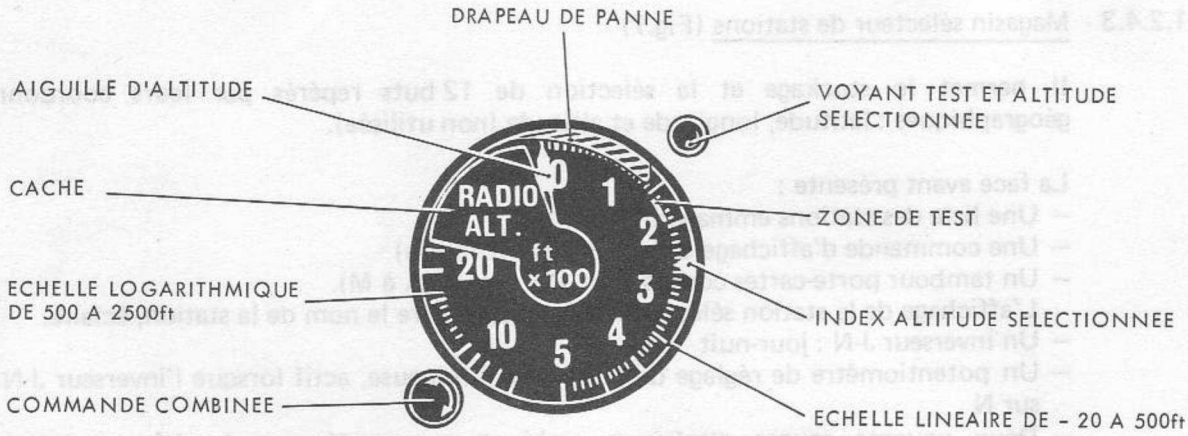

FIGURE 8 - RADIO-ALTIMETRE
11.1.2.5 - Radio-altimètre (Fig. 8)